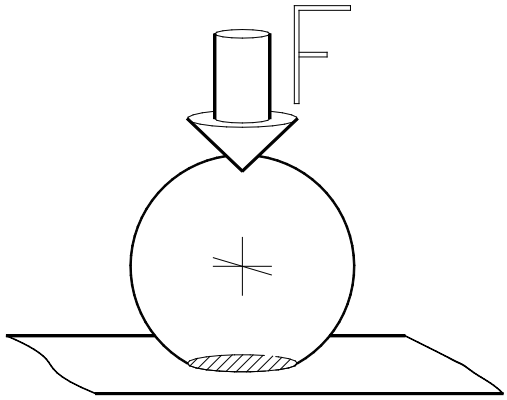

Fig. 1.5
a) A ball lying on a flat surface makes contact at a single point. This is termed "**point contact**" (fig 1.5).